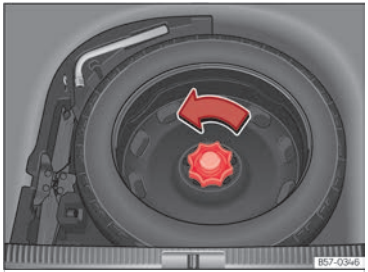

Fig. 257 En el maletero: piso de carga alzado.
- Gire la ruedecilla en sentido contrario a las agujas del reloj ››› fig. 257.